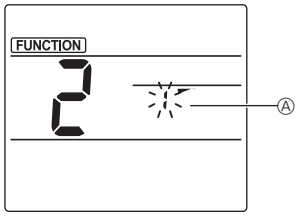

Fig. 2
② Sélection du numéro d'ailette (Fig. 2)